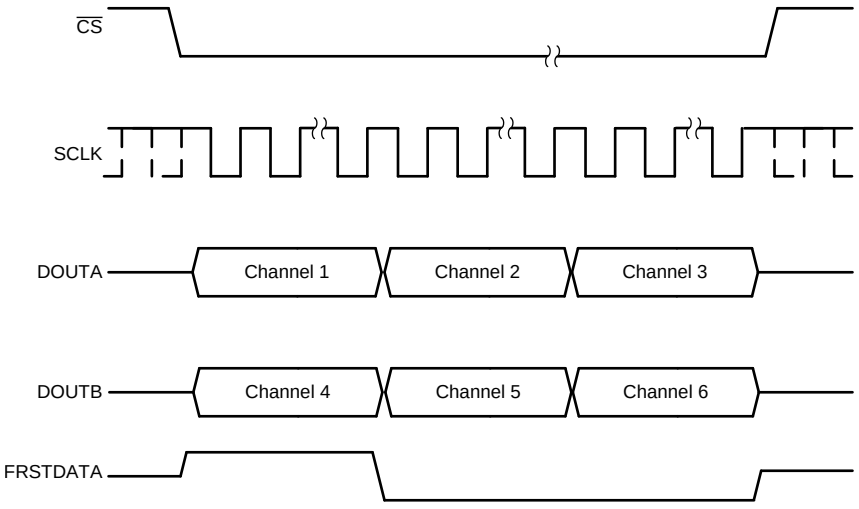

Figure 70. Data Read Back in the Serial Interface Using Both DOUTA and DOUTB Timing Diagram
- In order to minimize the time for the data read operation in serial mode, both DOUTA and DOUTB can be used to read data out of the device. In this case, the conversion results from the first set of channels (channels 1-3 for the ADS8586S) appear on DOUTA and the conversion results from the second set of channels (channels 4-6 for the ADS8586S) appear first on DOUTB. To read the data for all channels, provide a total of 16 × 3 = 48 SCLK cycles for the ADS8586S. This entire data frame can be created within a single $\overline{CS}$ pulse or each group of 16 SCLK cycles can be individually framed by the $\overline{CS}$ signal. Figure 70 shows an example timing diagram.